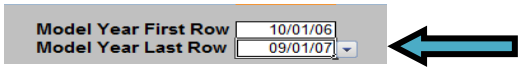

Figure 5: Selecting Evaluation Timeframe
1. Step 4- Y1 Regression shows the relationship between X variables and electricity consumption. First select the period that is being modeled by adjusting the boxes that are labeled "Model Year First Row" and "Model Year Last Row" as seen below in Figure 5.